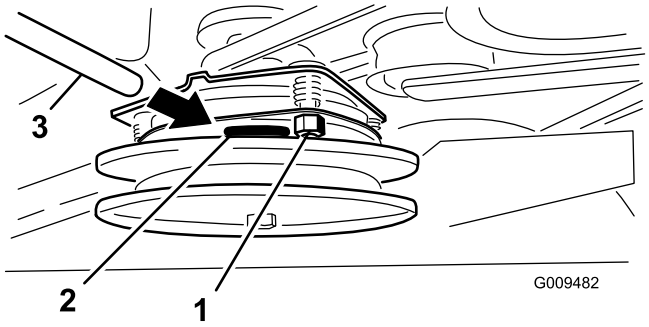

Figur 61
2. Hvis justering er nødvendig, still til 0,381 mm for hver enkelt av de tre justeringsstillingene. Stram låsemutrene til følerbladet sitter fast, men er løst nok til at det beveger seg lett i luftgapet (Figur 61).